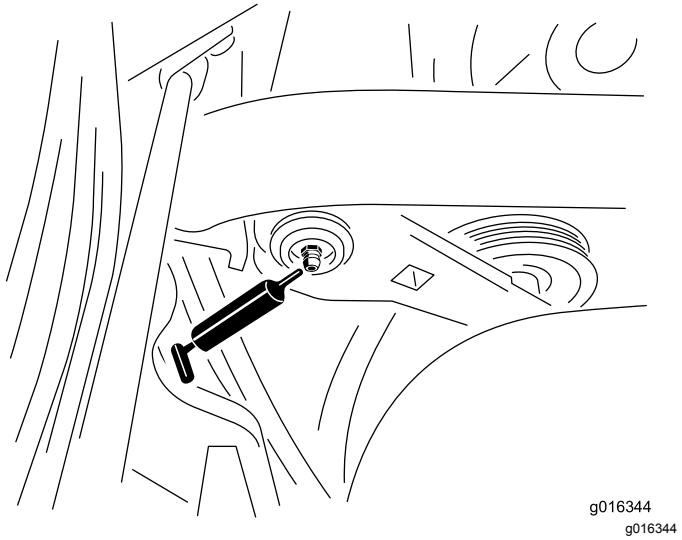

**Figuur 30**
1. Veeg de smeernippel schoon zodat u geen vuil in het lager of de lagerbus brengt (Figuur 30).